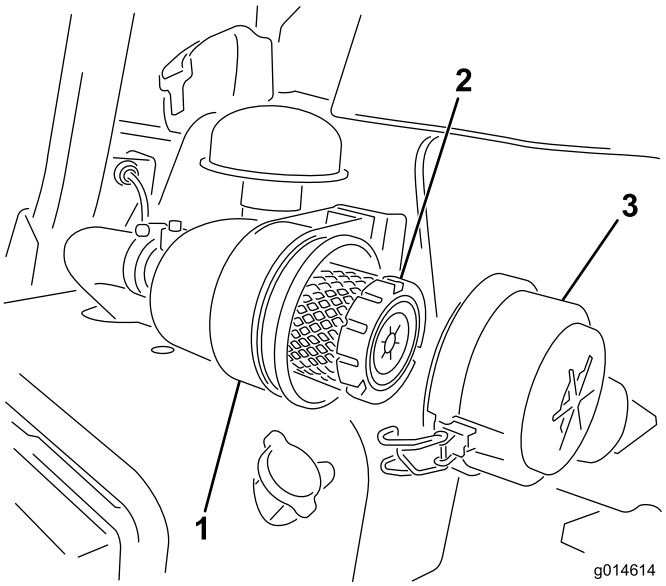

Figuur 46
1. Maak de sluitingen los waarmee het deksel van het luchtfilter is bevestigd aan de luchtfilterbehuizing (Figuur 46).
6. Maak de sluitingen vast (Figuur 46).